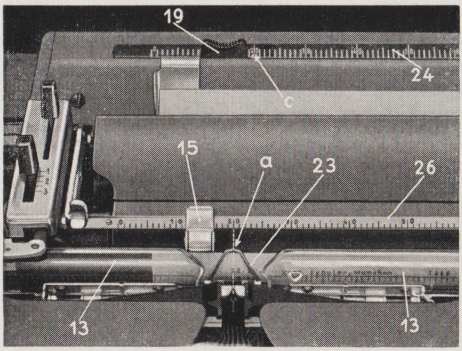

Abb. 16
Der Kartenhalter (23) ist mit einer rot ausgelegten Kerbe (a) versehen, die zum schnellen Auffinden einer bestimmten Schreibstelle dient (Abb. 16).
Soll zum Beispiel der Zeilenbeginn an der Stelle des eingespannten Bogens liegen, die durch den Teilstrich zwanzig des Papierhalters (26) bezeichnet wird, so stellt man den Anfangsrandsteller so ein, daß der Strich des Randzeigers (c) auf den Teilstrich zwanzig der Gradskala (24) deutet. Am schnellsten erfolgt die Einstellung des Anfangsrandstellers, indem man den Wagen zuerst auf die gewünschte Stelle bringt und dann den Randsteller so weit nach rechts schiebt, bis er anschlägt (Abb. 16). Soll vor dem eingestellten linken Rand geschrieben werden, so drückt man den Randlöser (39) und schiebt dabei den Wagen nach rechts. Der Schlußrandsteller (19) ist so einzustellen, daß sein Randzeiger (c) auf der Gradskala (24) etwa sechs Teilstriche weniger anzeigt als die rechte Kante des eingespannten Bogens auf dem Papierhalter (26). Das eingestellte Zeilenende wird sechs Anschläge vorher durch das Zeilenschlußsignal angekündigt. Nach diesen sechs Anschlägen tritt eine Sperrung der Tasten ein. Soll darüber hinausgeschrieben werden, so drücke man den Randlöser (39).
Mit Hilfe der roten Marke (a) des Kartenhalters (23) kann man nach dem Radieren die betr. Schreibstelle schnell wiederfinden. Man verschiebt den Wagen, bis die Korrekturstelle über die rote Marke (a) zu stehen kommt und dreht die Schreibwalze bis auf Schrifthöhe zurück. Die betr. Taste kann nun angeschlagen werden, so daß die Type genau an der Korrekturstelle zum Abdruck kommt (Abb. 16).
Das Setzen der Reiter erfolgt durch Druck auf den rechts neben den Tabuliertasten (33) angebrachten, mit (+) Zeichen versehenen Setzer (35). Um die Tabuliereinrichtung auf einen Vordruck (Brief, Angebot usw.) einzustellen, führt man den Bogen in der bekannten Weise ein und schiebt die Papieranlage (18) an die linke Bogenkante heran. Unter Benützung des Wagenlösers (12) führt man dann den Wagen nacheinander an diejenigen Stellen, an denen er zum Schreiben der Anschrift, des Betreffzeichens, des Datums usw. durch die Tabuliertaste (33) angehalten werden soll. An jeder dieser Stellen, die durch die rote Marke (a) des Kartenhalters angezeigt werden, drückt man dann den Setzer (35) nieder. Außerdem kann man die Reiter nach der Skala des Papierhalters (26) setzen (Abb. 16). Bei Maschinen mit 1,5 mm Buchstabenteilung (Raumsparschrift) ist nur für jede zweite Stelle ein Reiter vorgesehen. Die Reiter können deshalb nur nach den im Abstand von 3,0 mm angeordneten Teilstrichen auf der Skala des Papierhalters (26) gesetzt werden.